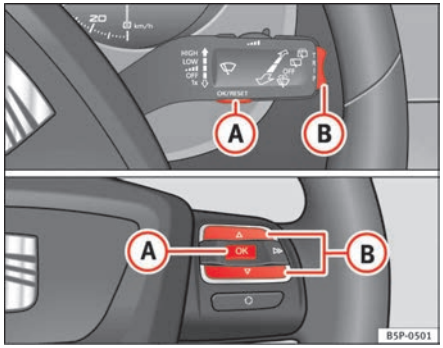

Fig. 39 Rocker buttons A and B. Steering wheel controls.
A **Service pre-warning** will appear in the mileage displays if a service is due soon. A “spanner” symbol appears and the display “km” with the distance that can be driven until the next service appointment is due. The display will change after approximately 10 seconds. A “clock symbol” appears and the number of days until the service appointment should be carried out. The following message is shown in the instrument panel display: **SERV. IN ... KM OR ... DAYS**. The service message will disappear approximately 20 seconds after the ignition is switched on or the engine is running. The normal display can be resumed by pressing the reset button on the trip counter or by pressing the rocker switch of the MFI ⇒ page 62, fig. 39 Ⓑ.
– When the ignition is on, briefly press button ⇒ fig. 39 (A) on the windscreen wiper lever to change from one memory to another or press button (A) on the steering wheel controls ⇒ fig. 39.